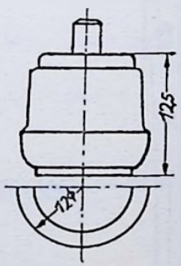

Abb. 85.
14. Berechne den Lieferpreis von 5 Satz **Schrankfüßen!** (Abb. 85.)